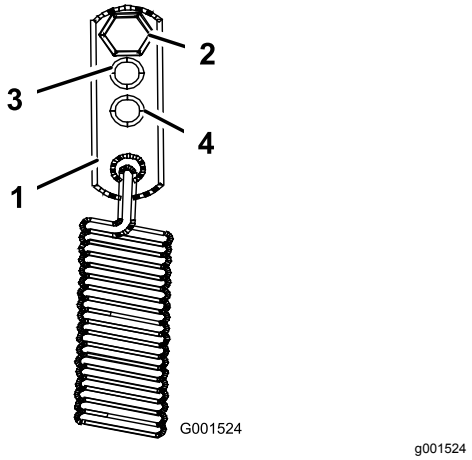

**Figur 42**
3. Konfigurera systemet för tyngre körning genom att flytta fjäderförankringslänken till läget för medeltunga eller tunga körförhållanden (Figur 42). Fjäderförankringslänken är ansluten till det övre bakre hörnet av hydrauldrivningsskydden på vänster och höger sida av maskinen.